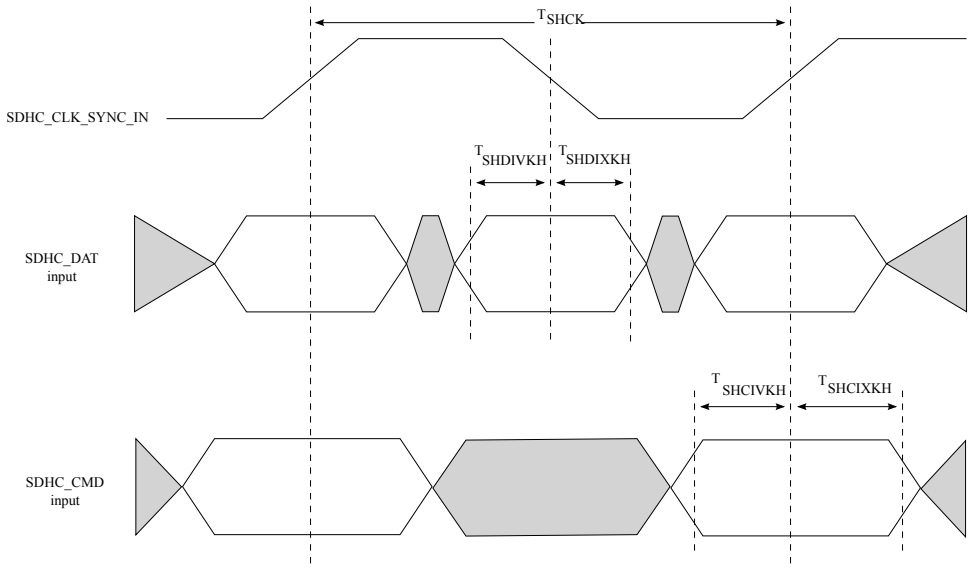

Figure 22. eSDHC DDR50/DDR mode input AC timing diagram
3. The symbols used for timing specifications herein follow the pattern of $t_{\text{(first two letters of functional block)(signal)(state) (reference)(state)}}$ for inputs and $t_{\text{(first two letters of functional block)(reference)(state)(signal)(state)}}$ for outputs. For example, $t_{SHKHOX}$ symbolizes eSDHC highspeed mode device timing (SH) clock reference (K) going to the high (H) state, with respect to the output (O) reaching the invalid state (X) or output hold time. Note that in general, the clock reference symbol is based on five letters representing the clock of a particular functional. For rise and fall times, the latter convention is used with the appropriate letter: R (rise) or F (fall).
4. See Figure 22.
2. The symbols used for timing specifications herein follow the pattern of $t_{\text{(first two letters of functional block)(signal)(state) (reference)(state)}}$ for inputs and $t_{\text{(first two letters of functional block)(reference)(state)(signal)(state)}}$ for outputs. For example, $t_{SHKHOX}$ symbolizes eSDHC highspeed mode device timing (SH) clock reference (K) going to the high (H) state, with respect to the output (O) reaching the invalid state (X) or output hold time. Note that in general, the clock reference symbol is based on five letters representing the clock of a particular functional. For rise and fall times, the latter convention is used with the appropriate letter: R (rise) or F (fall).
3. See Figure 22.